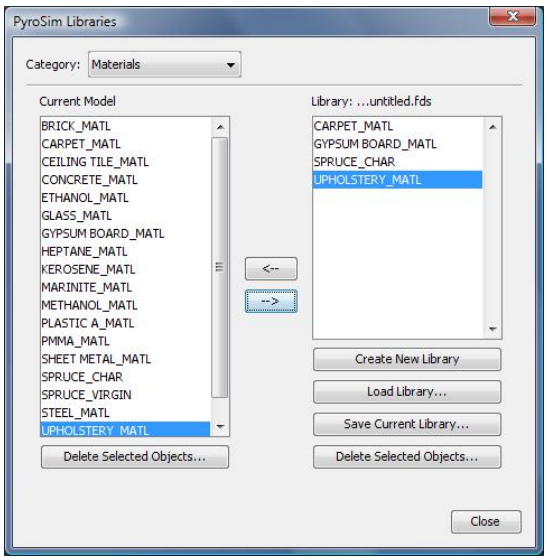

图21:1 创建一个资料库
2. 选择要管理的**类别**，并将所选项目从**当前模型**移动到**库**中，如图21:1所示。